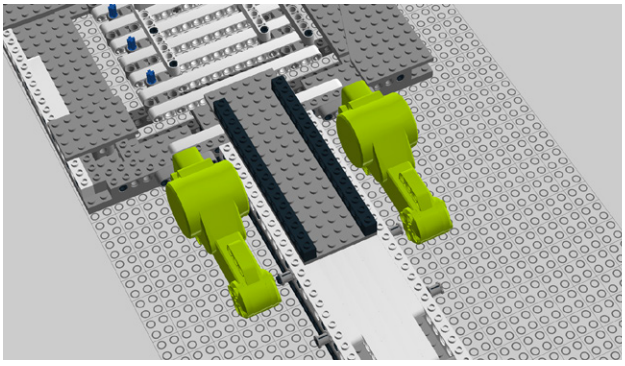

Figure 8-82. *Step 77: Adding motors*
77. Connect the motors (Figure 8-82).